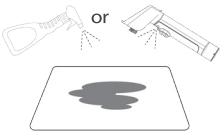
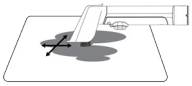
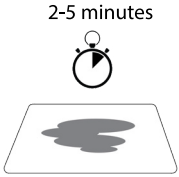
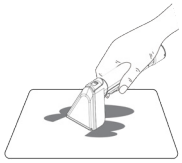

Fig. 10
Fig. 11
Fig. 12
Fig. 13
* For new stains or medium-level soiled surfaces, hold the cleaning tool approximately 1 to 4 inches (3-10 cm) above the soiled surface. Press the "water spray button" to apply the cleaning solution to the stain (Fig. 10). Use the brush on the cleaning tool to gently scrub the damp stain (Fig.11). Then pull the cleaning tool slowly over the soiled area to vacuum up water and dirt (Fig.13) repeatedly until no more water is visible through the cleaning tool cover. Work in small sections until no more dirt can be removed.
4. Pre-treatment is recommended for heavily soiled fabric/carpet or aged stains, to improve cleaning effectiveness. Using a hand sprayer to spray a higher concentration of Corvan Spot & Stain detergent onto heavily soiled areas or stains (Fig. 10). Use the brush on the cleaning tool to gently scrub to agitate the stain (Fig. 11). Allow it to sit for 2 to 5 minutes (Fig. 12). Spray clean water (with or without cleaning detergent) from the clean water tank to rinse and extract simultaneously until no more water is visible through the cleaning tool cover (Fig. 13). Repeat if necessary.